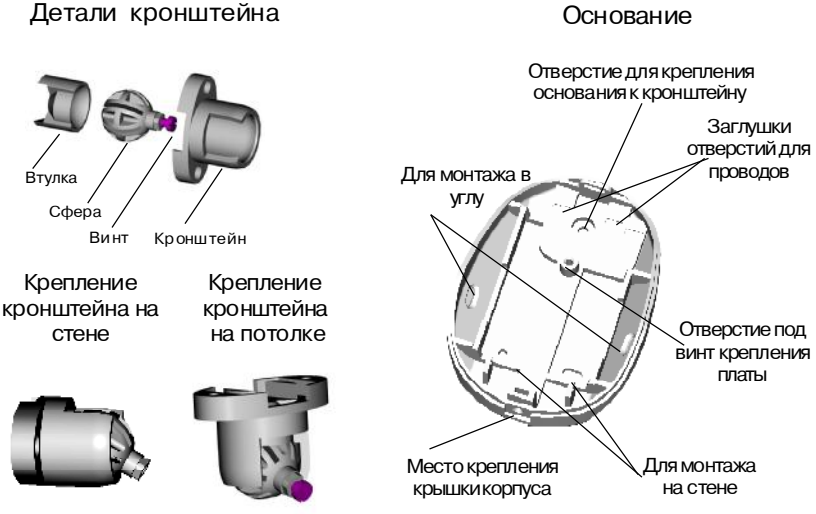

Рисунок 83
- снимите крышку, вывернув при помощи отвертки винт, расположенный в нижней части основания извещателя (рисунок 83).
- просверлите в основании извещателя отверстия (рисунок 83), которые будут использоваться для прокладки проводов и крепления извещателя.